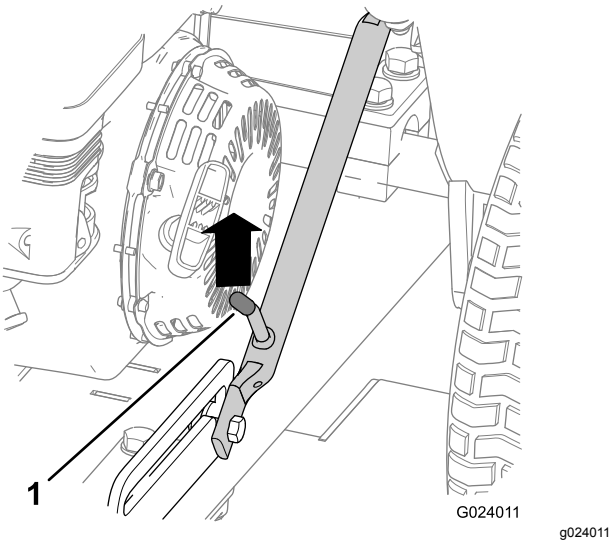
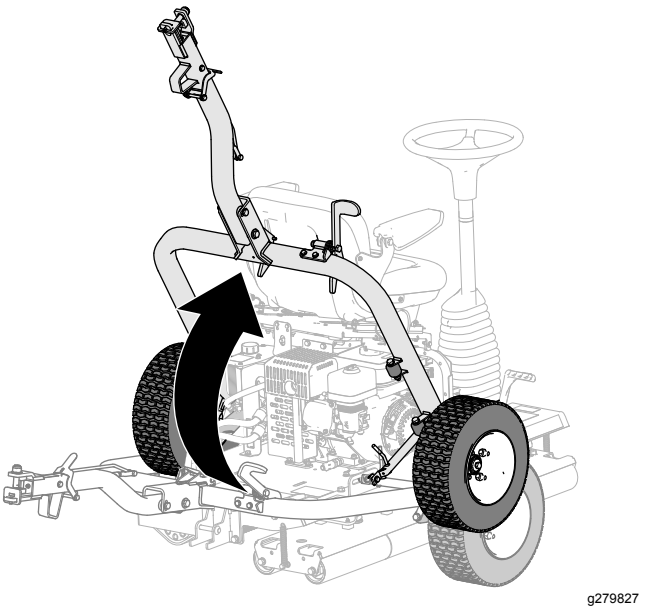

Figur 17
Figur 22
1. Skyv opp på låseenheten til låsespaken er fri fra glidestoppehaken (Figur 17).
5. Hev låsen (Figur 22) til låsespaken låses i glidestopphaken (Figur 17).